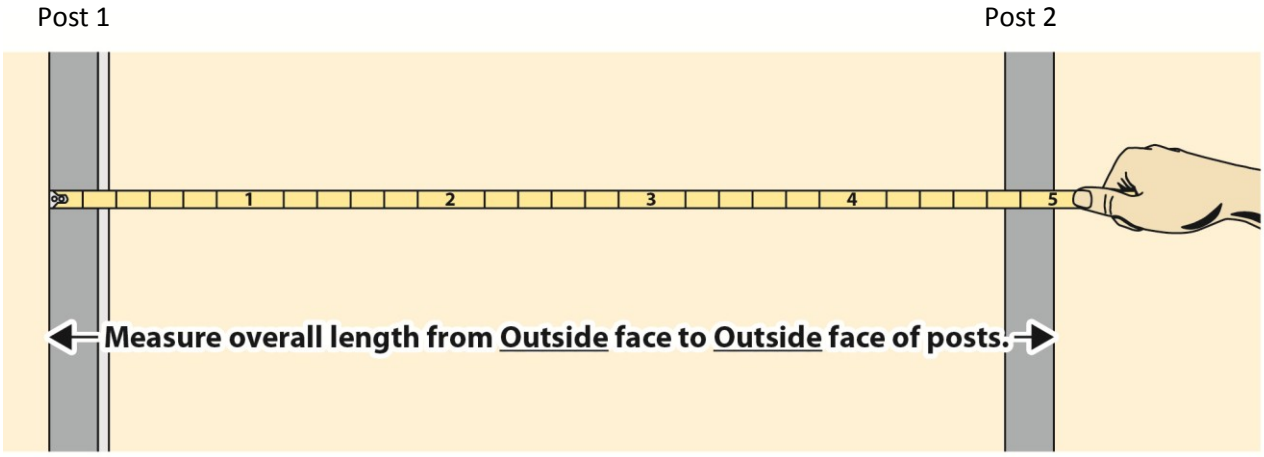

Fig 3
4.1 Doing only one section at a time, measure (Fig. 3) overall length from outside face of the beginning post (AKA terminal/end post) to the outside face of your ending post face.
(See Fig. 3)